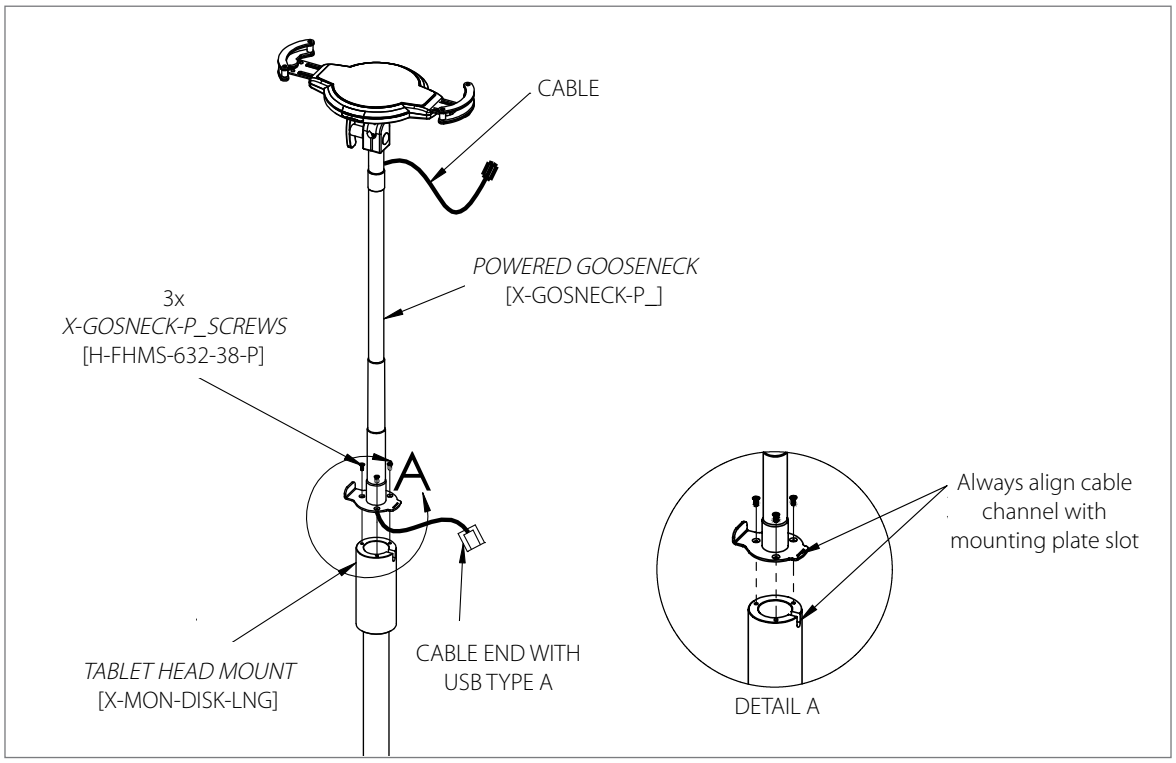

Figure 1
1. Use #2 Phillips head screwdriver, place the *POWERED GOOSENECK* with *TABLET HEAD MOUNT* on top of the *TABLET HEAD MOUNT* and secure with 3x *GOOSENECK HW-KIT SCREWS*. **(Figure 1)**